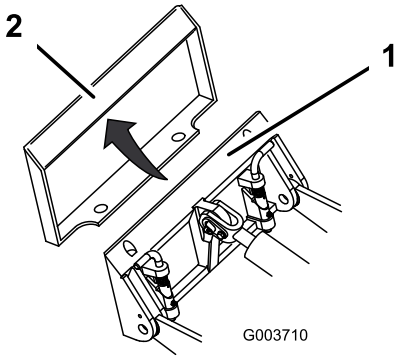

**Figuur 20**
4. Plaats de bevestigingsplaat in de bovenste lip van de ontvangerplaat op het werktuig (Figuur 20).